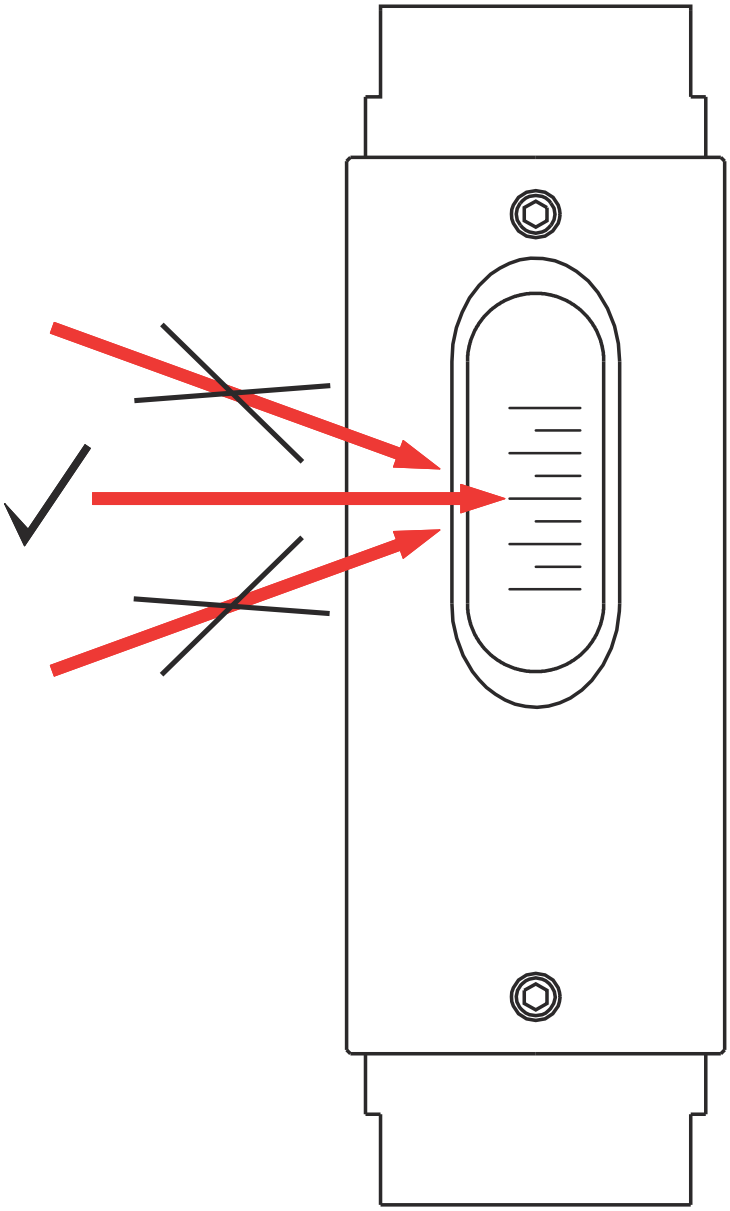

Abb. 34: Messskala ablesen
2. Geradeaus auf die Messskala blicken (*Abb. 34*, mittlerer Pfeil). Durch einen Blickwinkel von oben oder unten kann der Ablesewert verfälscht werden